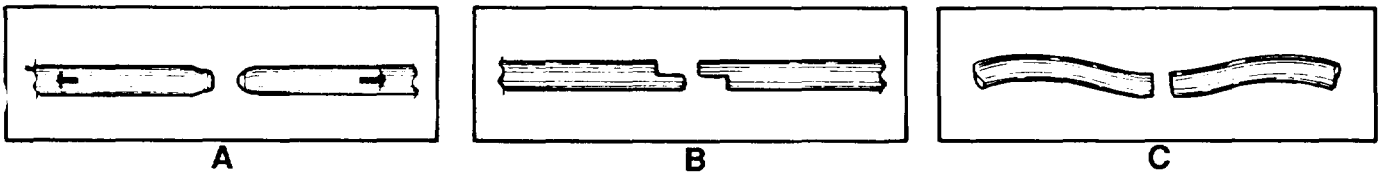

Figure 4-43. *Types of Breaks in Wire Rope*
A wire that has broken under a tensile load in excess of its strength is recognized by the "cup and cone" configuration at the fracture point (A, Figure 4-43). The necking down of the wire at point of failure shows that failure occurred while the wire retained its ductility. A fatigue break is usually characterized by squared-off ends perpendicular to the wire either straight across or Z-shaped (B) and **(c).**